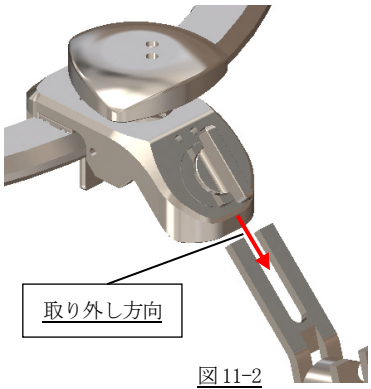

図 11-2
(4)-3 脳篦固定器を取り外してください。(図 11-2)